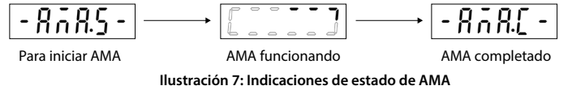

Ilustración 7: Indicaciones de estado de AMA
3. Ajuste *[1] Enable Complete AMA (Activar AMA completo)* o *[2] Enable Reduced AMA (Activar AMA reducido)* para el *parámetro P4.2.1.3 AMA Mode (Modo AMA)*; la pantalla principal muestra *To Start AMA (Para iniciar AMA)*; consulte la *ilustración 7*.